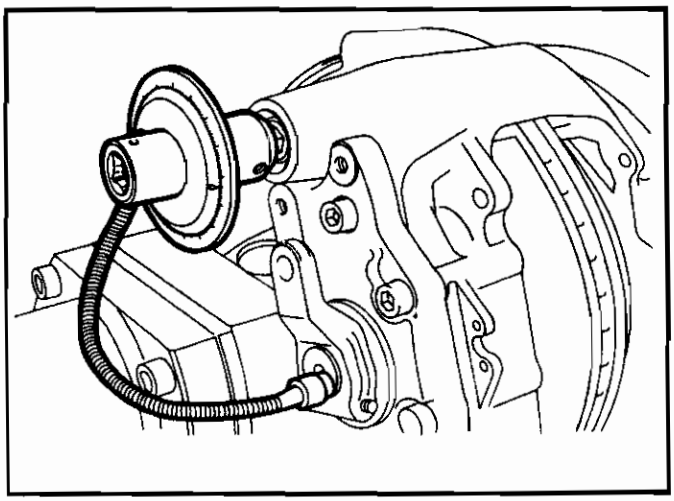

Figure 16.
10. Slide the housing backwards and forwards several times to check the smooth movement of the housing on the guide pins. Using a suitable torque angle attachment (Figure 16) locate it on the longer guide pin bolt.